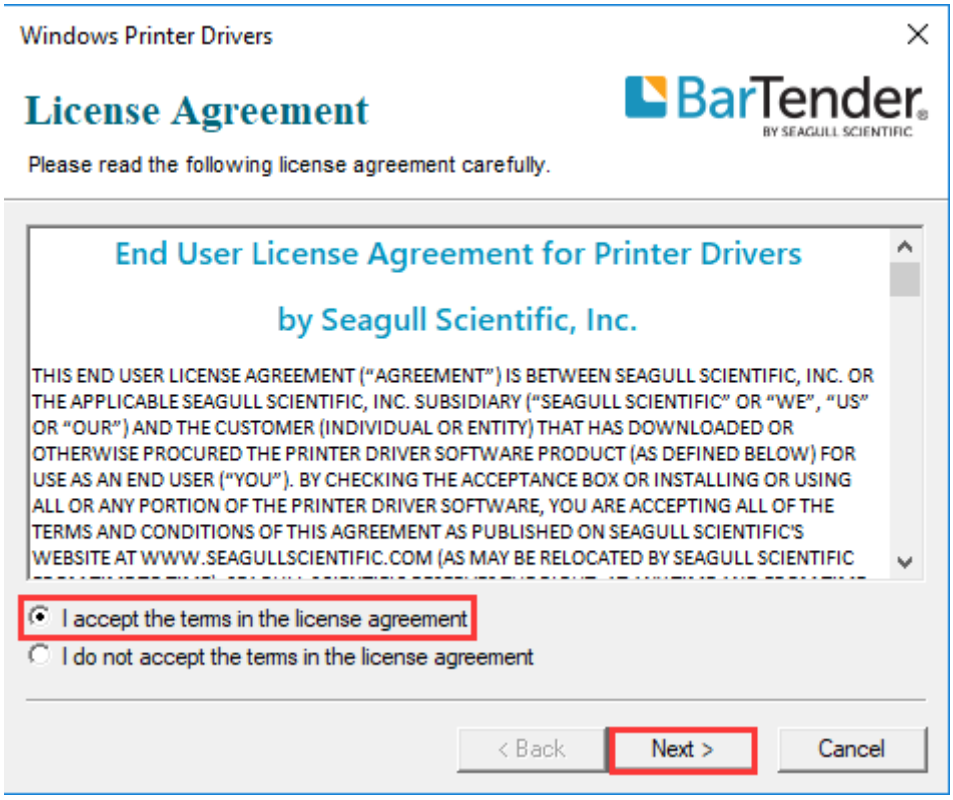

Figure 2-16 License Agreement Screen
3. Double-click the printer driver icon to bring up the "License Agreement" screen. Select "I accept the Items in the license agreement", then click "Next", as shown in Figure 2-16.